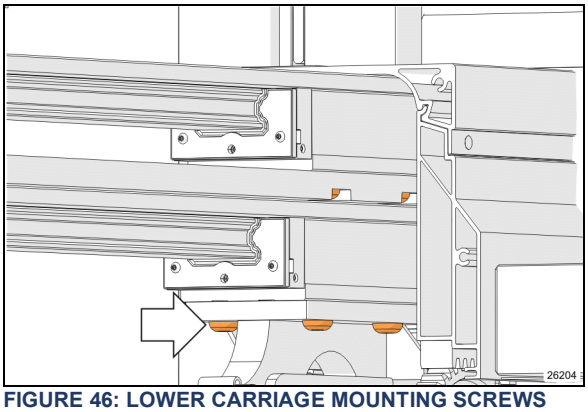

**FIGURE 46: LOWER CARRIAGE MOUNTING SCREWS**
4. Remove the lower carriage mounting screws. (Figure 46)
13. Re install the lower carriage mounting screws. (Figure 46).